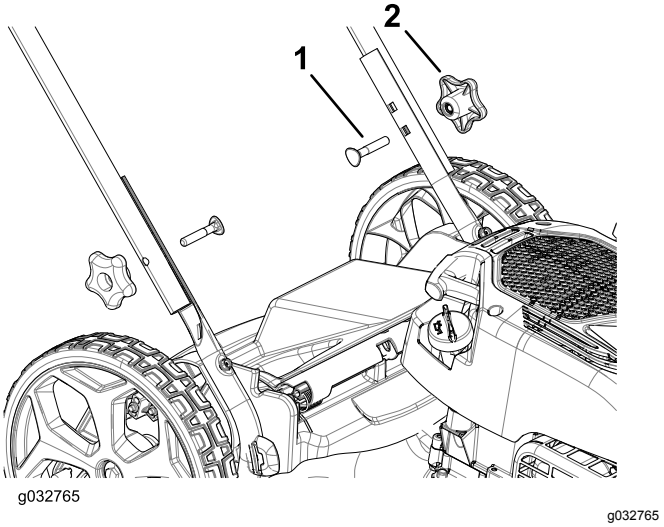

Figur 3
1. Ta bort handtagsreglagen och skruvarna från klipparkåpan (Figur 3).
2. Fäst handtaget på klipparkåpan (Figur 3).